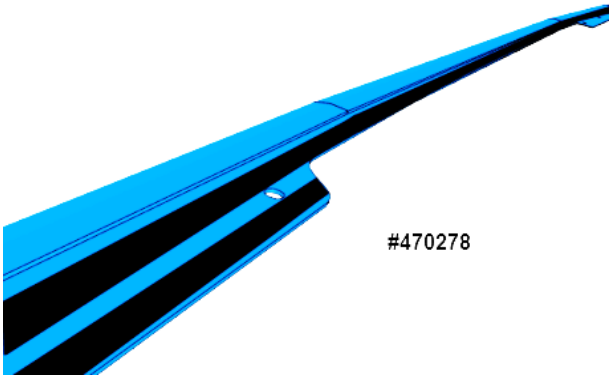

FIGURE 47
6. Apply two strips of double face self-adhesive tape, one to each side of the drilled holes (except in the middle where only one strip can be applied) along drip edge #470278 as shown on **FIGURE 47**.
8. Draw a line to mark the center of both drip edge (FIGURE 47).